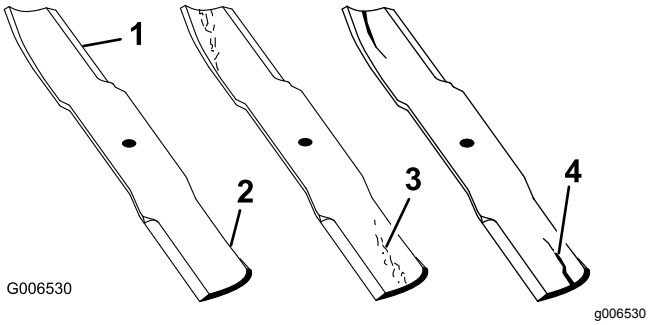

Figur 49
1. Efterse skærekanterne (Figur 49).
2. Efterse knivene, især det buede område (Figur 49).
Bemærk: Hvis kniven er beskadiget eller slidt, eller hvis der er antydning af en revne i dette område (nr. 3 på Figur 49), skal du straks montere en ny kniv.